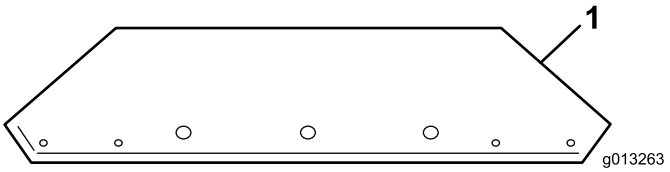
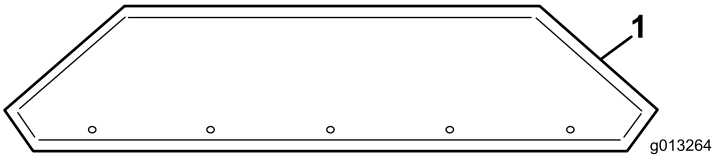

**Figur 10**
**Figur 11**
1. Tag tragtbeholderforlængerne ud af kassen og find den forreste og den bageste (Figur 10 og Figur 11).